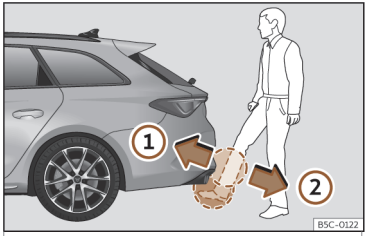

Fig. 89 Portellone del bagagliaio con apertura controllata da sensore (Easy Open).
• Con un movimento rapido, avvicinare un piede e la parte inferiore della gamba il più possibile al paraurti. La parte inferiore della gamba deve avvicinarsi alla zona del sensore superiore e il piede alla zona del sensore inferiore >>> **fig. 89** ①.
- Togliere rapidamente il piede e la parte inferiore della gamba dalle zone dei sensori ››› fig. 89 ②. A questo punto il portellone posteriore si apre automaticamente.